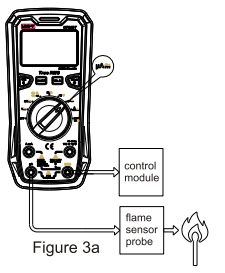

Figure 3a
A. Circuit detection of flame sensor of heating device at μA position (Figure 3a)